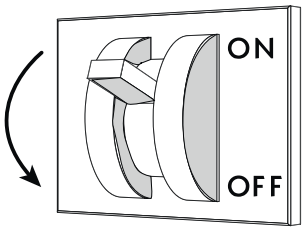

Fig. 24
- Retirar a tensão elétrica ao balcão através do interruptor secionador geral colocado na parede ("Fig. 24").